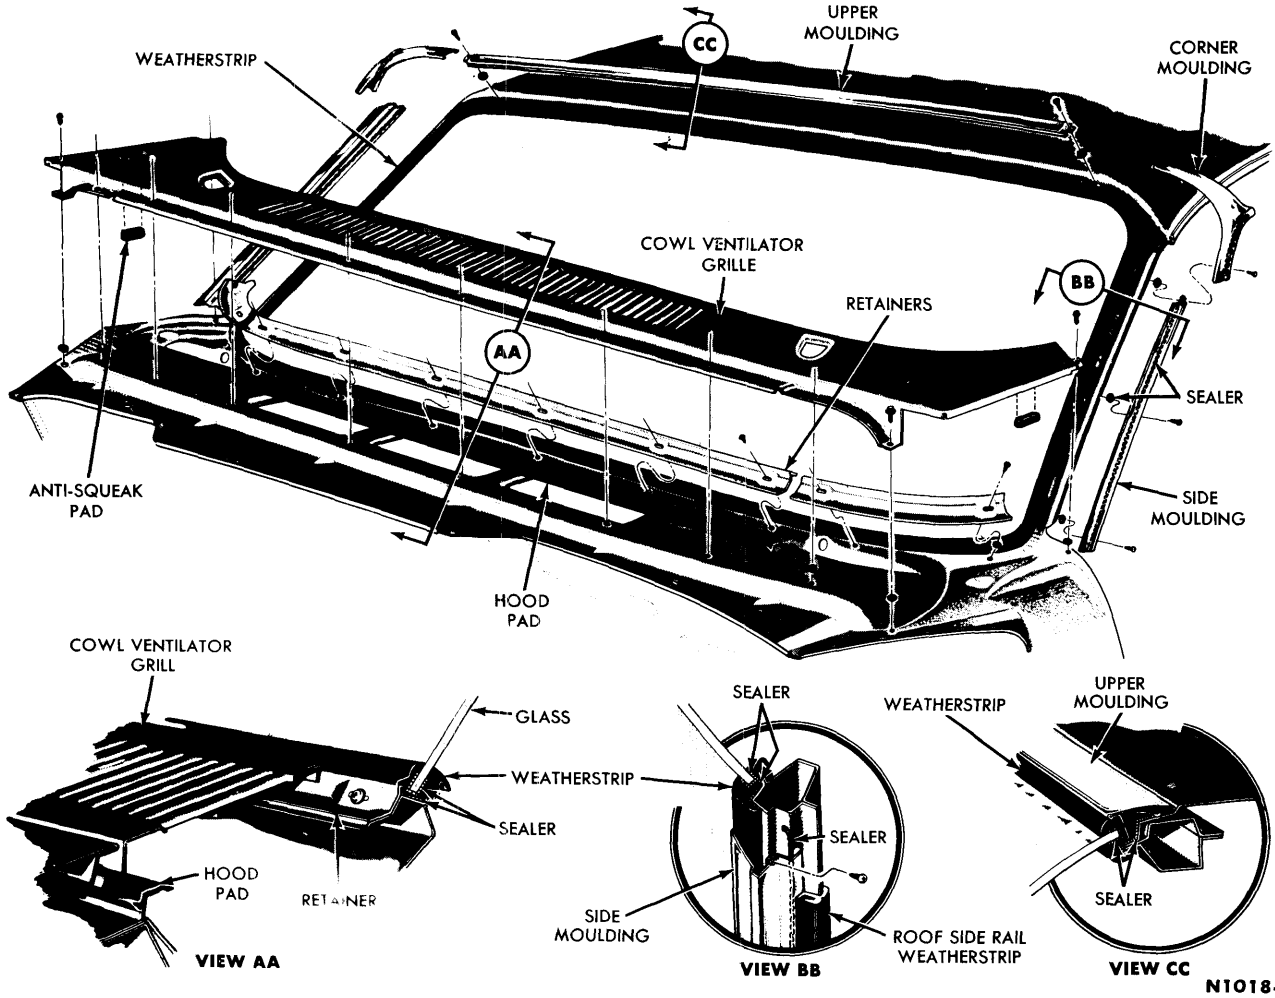

FIG. 14—Hardtop Model Windshield and Exterior Mouldings
3. Remove the windshield outer corner mouldings (Fig. 14). Remove the windshield side mouldings, and then remove the upper moulding retaining screws. On a convertible model, remove the upper moulding.
4. Remove the windshield center and each side retainer (Fig. 14).
18. Apply rubber cement to the body right and left front pillar, and install the roof side rail weatherstrip (Fig. 14).